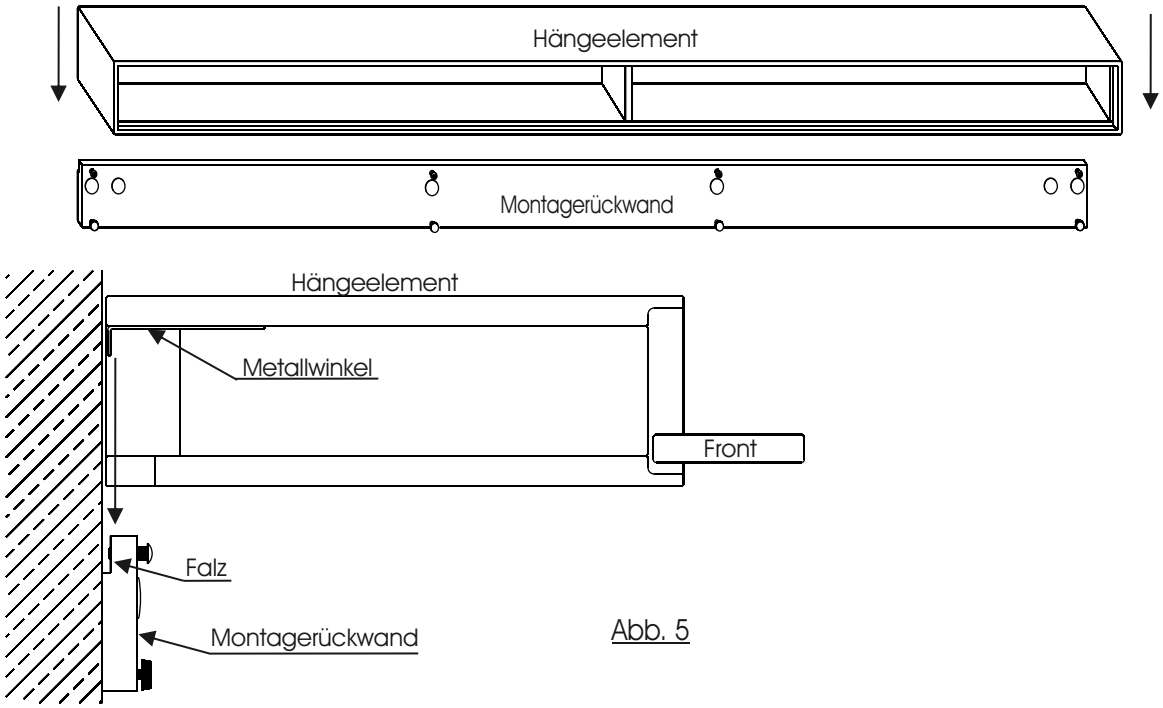

Abb. 5
8. Setzen Sie das Element vorsichtig auf die Montagerückwand. Der Metallwinkel des Oberbodens vom Hängeelement wird hierbei in die Falz der Montagerückwand hineingeführt. (Abb. 5)